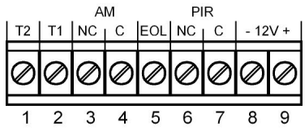

Fig. 5 Terminal block I Bloque de terminals I Plaque à bornes I Morsettiera I Opis zacisków
Escoja una ubicación en la que estime más probable la intercepción de un intruso. Véase el patrón de detección (Fig. 5). El detector Quad de alta calidad detecta el movimiento que cruza el haz, y es menos sensible en la detección del movimiento hacia el propio detector. El LC-101DP presenta un comportamiento óptimo en un entorno constante y estable.
Choisissez l'emplacement le plus approprié pour intercepter un intrus. Voir la portée de détection (Fig. 5). Le capteur Quad haute qualité détecte tout mouvement croisant le faisceau ; la détection du mouvement est moins sensible en se rapprochant du détecteur. Les performances du LC-101DP sont optimales lorsqu'il se trouve dans un environnement constant et stable. **Evitez les emplacements suivants**
Selezionare la posizione più adatta a rilevare la presenza di un intruso. Vedere l'area di copertura (Fig. 5). Il sensore a quattro elementi ad elevata sensibilità rileva i movimenti che incrociano i fasci; esso è leggermente meno sensibile nel rilevare il movimento verso il rilevatore. Il rendimento del rilevatore LC-100-PI è ottimale in un ambiente uniforme e stabile.
6. Podlaczyc przewody zgodnie ze schematem (Rys. 5), nastepnie dokrecic sruby na zaciskach zlacza.
OPIS ZACISKÓW (Rys. 5)